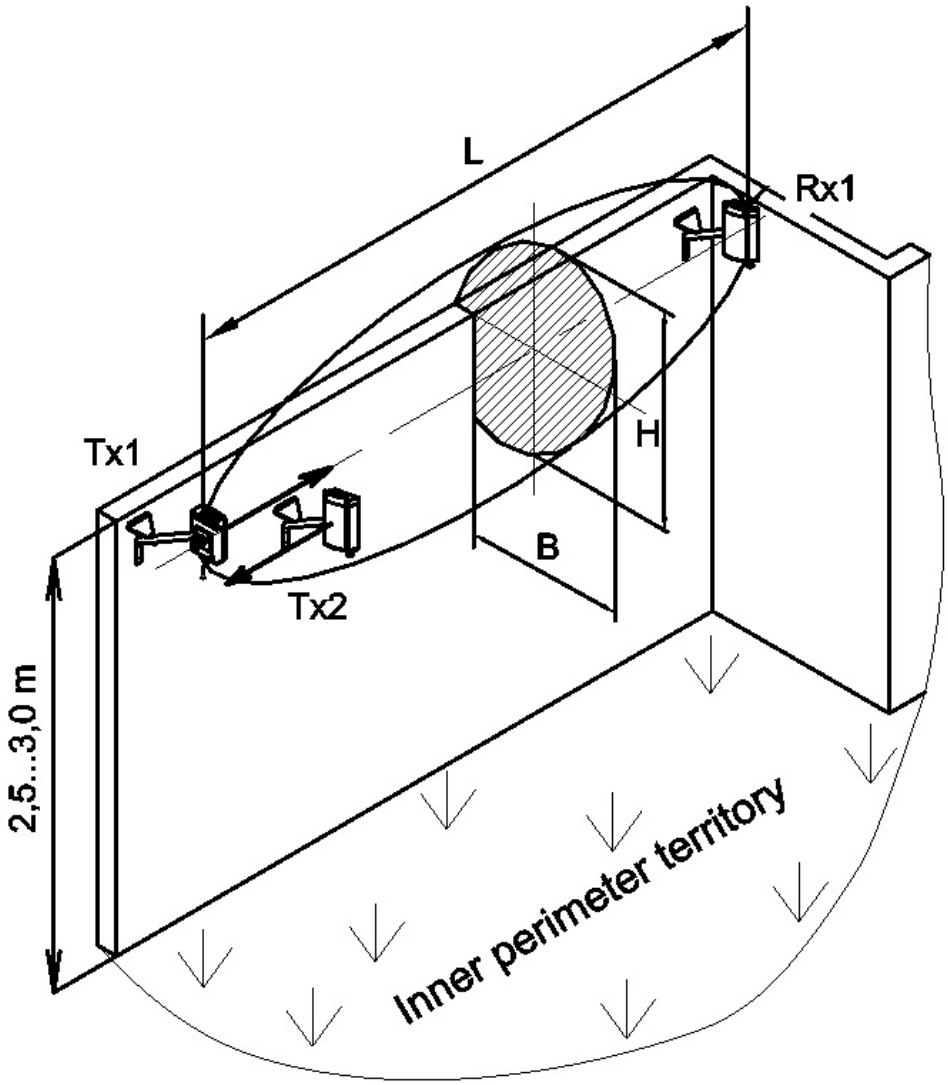

**Fig.2.4**
2.2.5. The mounting kit (MK) for mounting on the top of the fence can be delivered on the customer order to protect the perimeter site from the intruder climbing over the fence and the intrusion into the window. The example of the sensor installation with the brackets application 350, 500 mm is given in fig. 2.4. The detection zone sizes are shown in Table 2.4. The angles to turn horizontally the sensor units on the brackets are 180˚, vertically: up – at the angle of 17˚, down - 45˚.